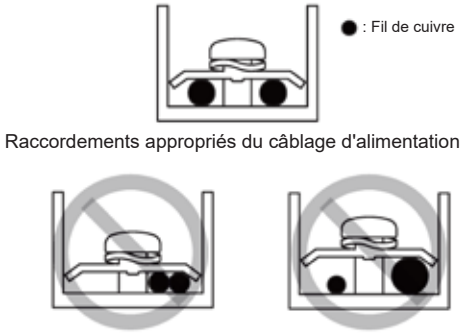

Figure 9.2
- Ne raccordez pas deux cordons d'alimentation avec des diamètres différents à la même borne d'alimentation électrique (ceci peut entraîner une surchauffe des câbles à cause d'un câblage lâche) (voir Figure 9.2).